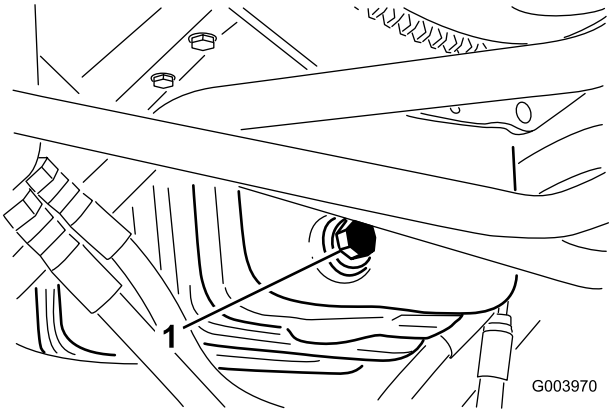

Figur 53
1. Fjern aftapningsproppen (Figur 53), og lad olien flyde over i aftapningsbeholderen.